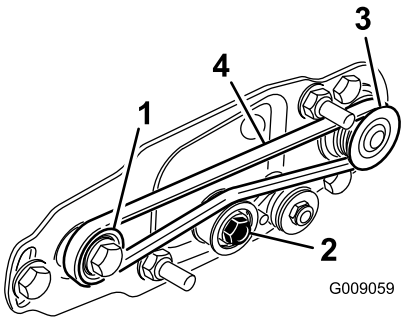

Figur 25
- Dra remmen runt den **drivna** skivan och sedan över mellanremskivan (Figur 25).
- Starta remmen på **drivskivan** (Figur 25).